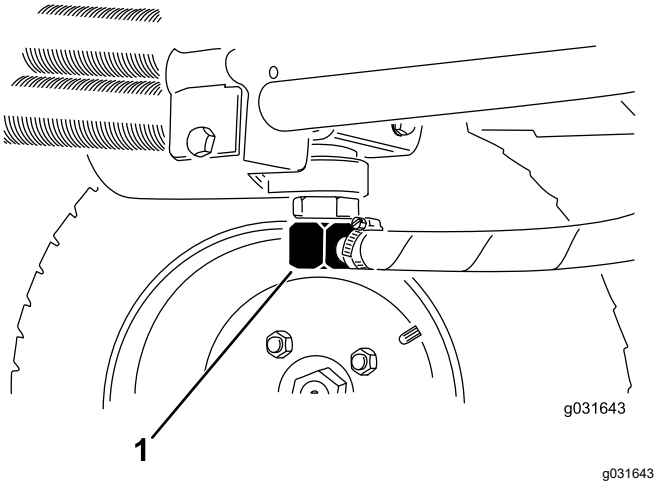
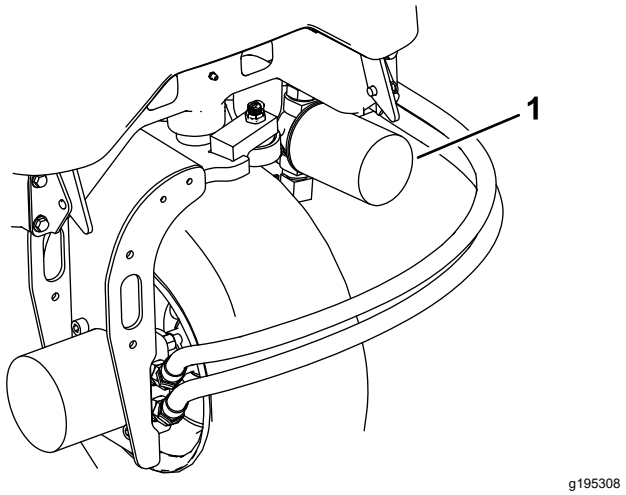

Figura 66
Figura 68
2. Desconecte as linhas hidráulicas ou retire o filtro hidráulico e deixe que o fluido hidráulico escorra para dentro de um recipiente de escoamento (Figura 68 e Figura 66).
3. Instale as linhas hidráulicas quando o fluido parar de escorrer (Figura 66).
3. Limpe em torno da área de montagem do filtro, coloque um recipiente de escoamento debaixo do filtro e retire o filtro (Figura 68).